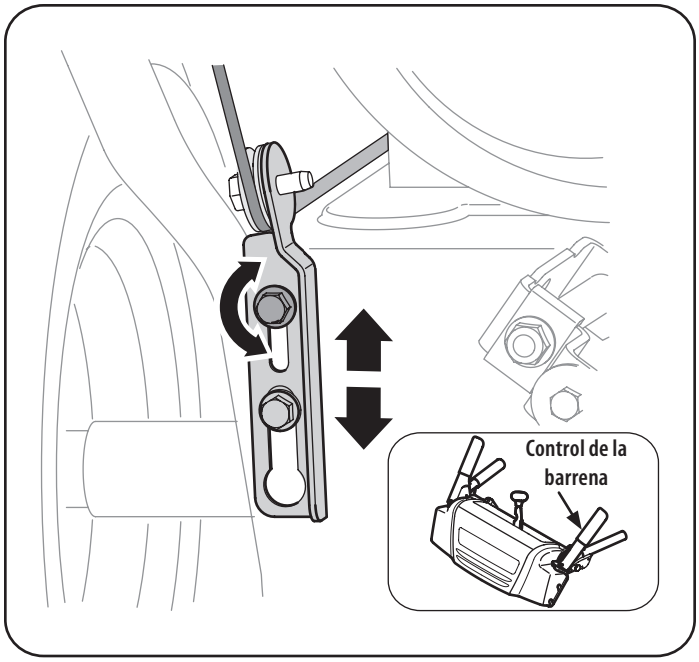

Figura 46
8. Ubique la ménsula hacia arriba para brindar más juego (o hacia abajo para aumentar la tensión del cable). Vea la Figura 46.